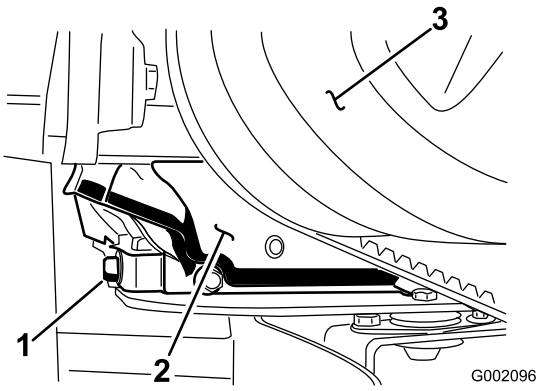

**Figur 27**
5. Ta bort avtappningspluggen (Figur 27) och låt oljan rinna ned i ett avtappningskärl. Sätt tillbaka avtappningspluggen och dra åt den till 17,6 Nm när oljan har runnit ut helt.